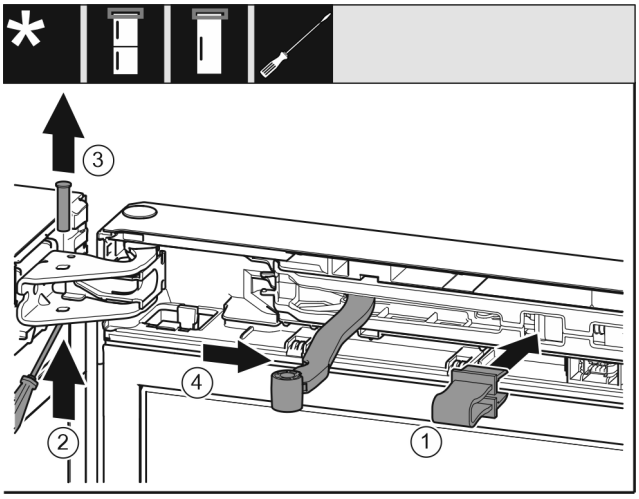

Fig. 13
▶ Pojistku *Fig. 13 (1)* nechte zapadnout do otvoru.
▶ Vyšroubujte čep *Fig. 13 (2)*.
▶ Čep *Fig. 13 (3)* vyjměte nahoru.
▶ Otočte kloub *Fig. 13 (4)* směrem ke dveřím.